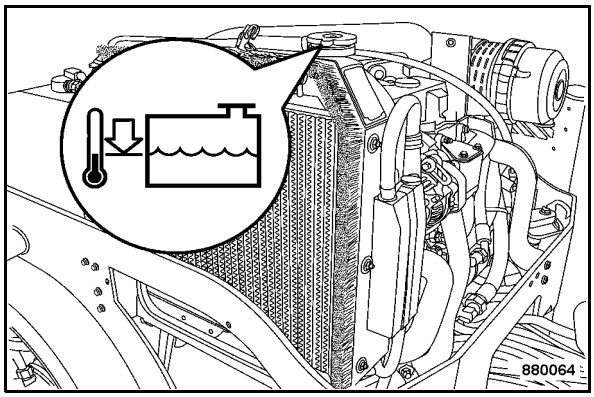

Fig. 172
- Remove the radiator cap (Fig. 172).